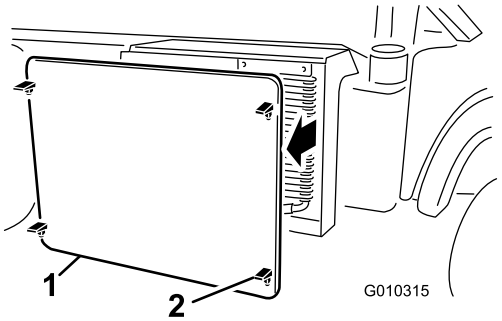

Figuur 56
2. Koppel het radiateurscherm aan de voorzijde van de radiateur los en verwijder het scherm (Figuur 56).